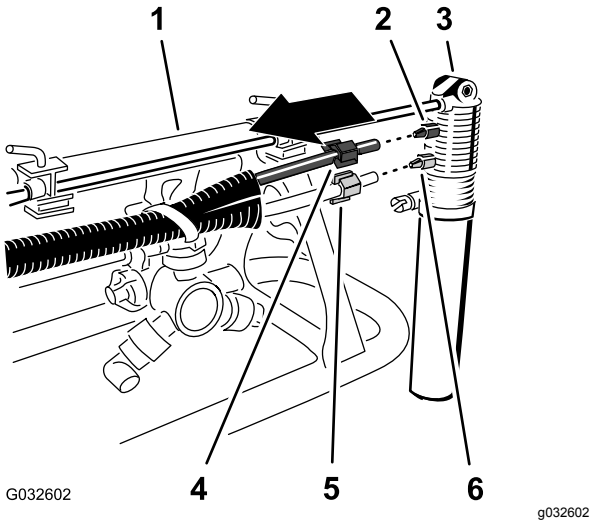

Rysunek 21
2. Przy dyszy znacznika pianowego poluzuj nakrętkę ściskającą mocującą niebieski przewód rurowy (woda) do niebieskiego złącza ściskanego dyszy znacznika pianowego (Rysunek 21).
3. Poluzuj nakrętkę ściskającą mocującą przezroczysty przewód rurowy (powietrze) do białego złącza ściskanego dyszy znacznika pianowego (Rysunek 21).
5. Odkręć nakrętki ściskające na końcach przewodów rurowych (Rysunek 21).